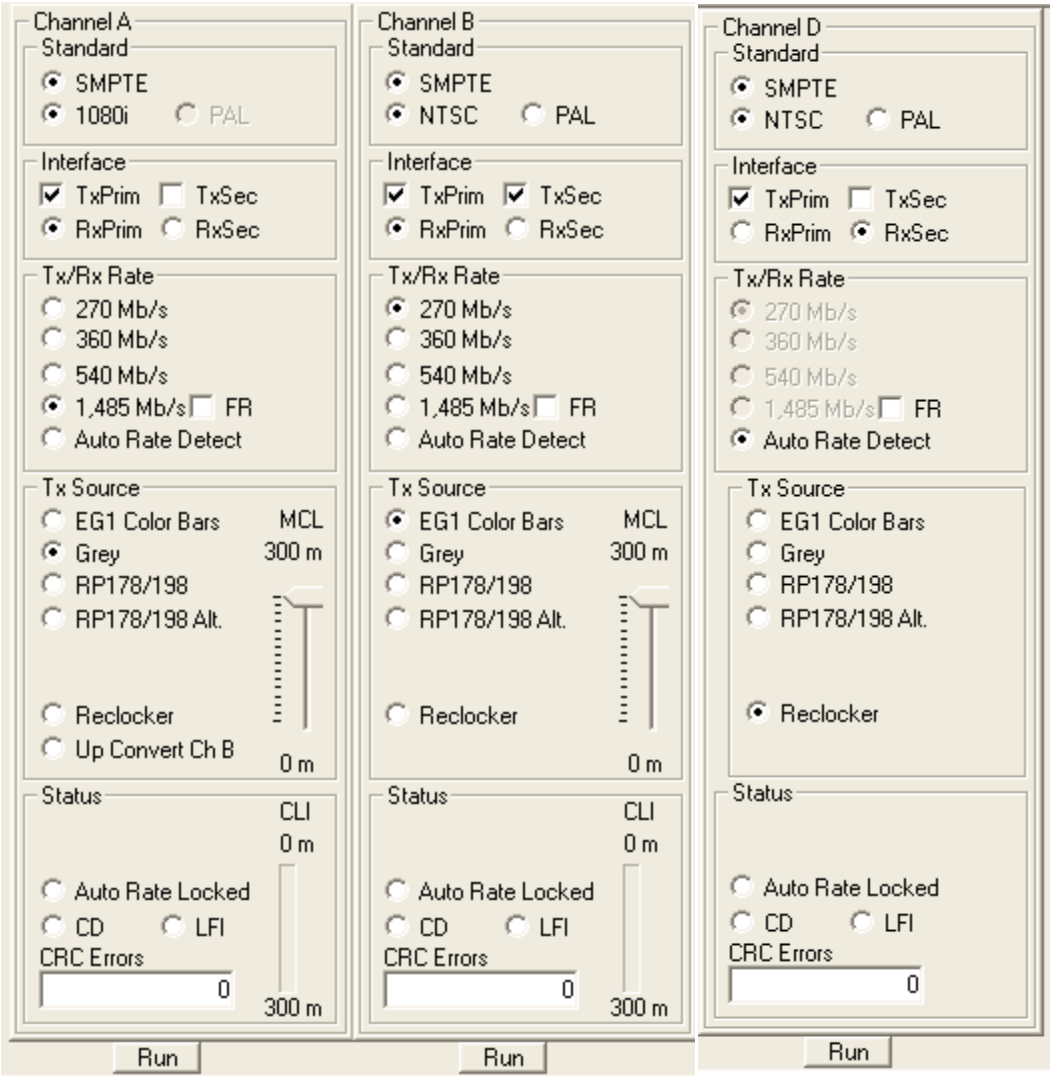

Figure 6-12. GUI Settings for Sample Test 4: Step 9
9. Keep the GUI settings for channel A and channel B. For channel D, select TxPrim and RxSec with Auto Rate Detect and Reclocker enabled. See *Figure 6-12*.